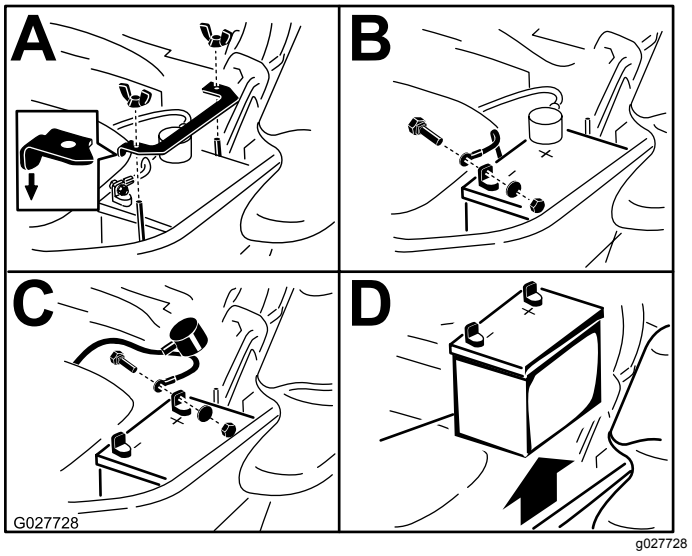

Figure 70
3. Retirez la batterie, comme montré à la Figure 70.
Remarque: Placez la batterie dans son support en tournant les bornes à l'opposé du réservoir hydraulique (Figure 70).